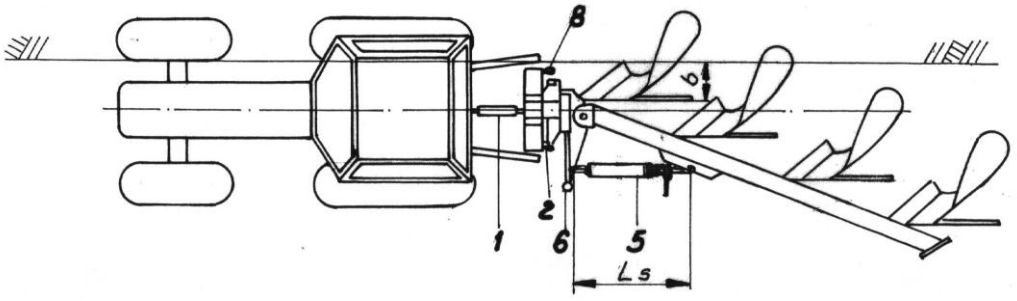
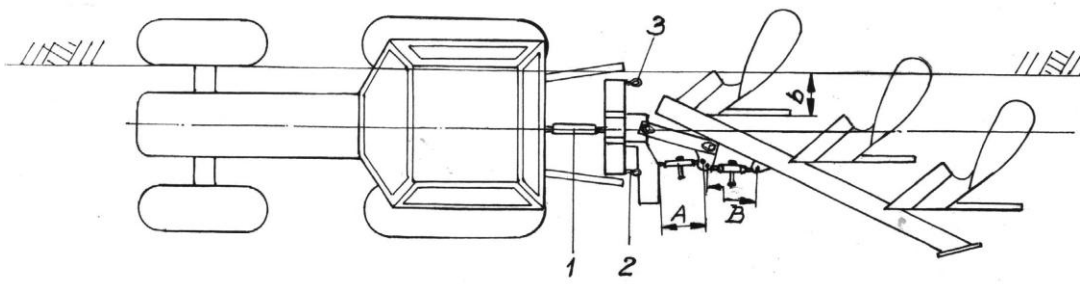

**Rys. 6** Wstępna regulacja pługa **IBIS XXL**.
**Rys. 6a** Wstępna regulacja pługa **IBIS - M;L;XL**
- sprawdź wstępne wypoziomowanie pługa w kierunku podłużnym. Regulacji dokonuje się za pomocą górnego łącznika ciągnika (poz.**1 Rys.6, Rys.6a),**
- podnieś lekko pług i cylindrem bocznym -**Rys.6 (**lub wrzecionem **A - Rys.6a)** przestaw ramę z korpusami tak, aby linie płóz były równoległe do osi symetrii ciągnika. Po ustawieniu odpowiedniej długości cylindra bocznego lub wrzeciona należy dokręcić docisk
- opuść pług nie opierając go całym ciężarem o podłoże. Wrzecionem suwaka - **Rys.6** poz.**6** (lub wrzecionem **B** -**Rys.6a**) przesuwając ramę względem przodka ustaw szerokość b pierwszego korpusu (odległość od ściany wewnętrznej opony do linii płozu pierwszego korpusu); W przypadku pługów IBIS M,L,XL skoryguj dodatkowo równoległość płóz wrzecionem A.